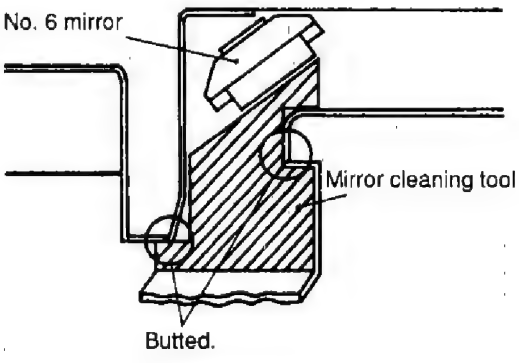

Figure 4-22
2) Put the mirror cleaning tool against the mirror as shown in Figure 4-22, and clean the lens by sliding it back and forth.